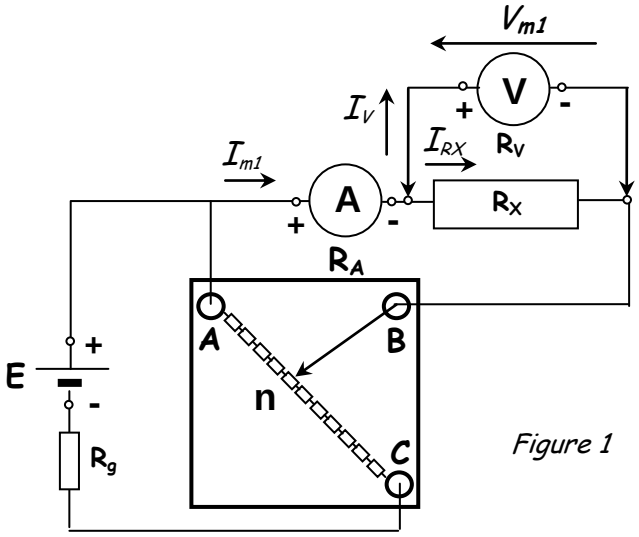

Figure 1
6.1 - Dans la figure 1 (montage "aval" ou courte dérivation) :
En branchant en série l'ampèremètre et la résistance directement sur l'alimentation, la valeur du courant sera telle que la puissance dissipée par la résistance sera supérieure à celle donnée par le constructeur. La résistance va chauffer anormalement. Aussi, pour réduire le courant dans R_X, on utilisera i*mpérativement* le montage potentiométrique (figures 1 et 2, boîte à décade sur la position 5) en *respectant scrupuleusement les branchements et les polarités des appareils.*
7.3.1 - Réaliser le montage de la *figure 1* et le faire vérifier avant tout branchement au générateur.